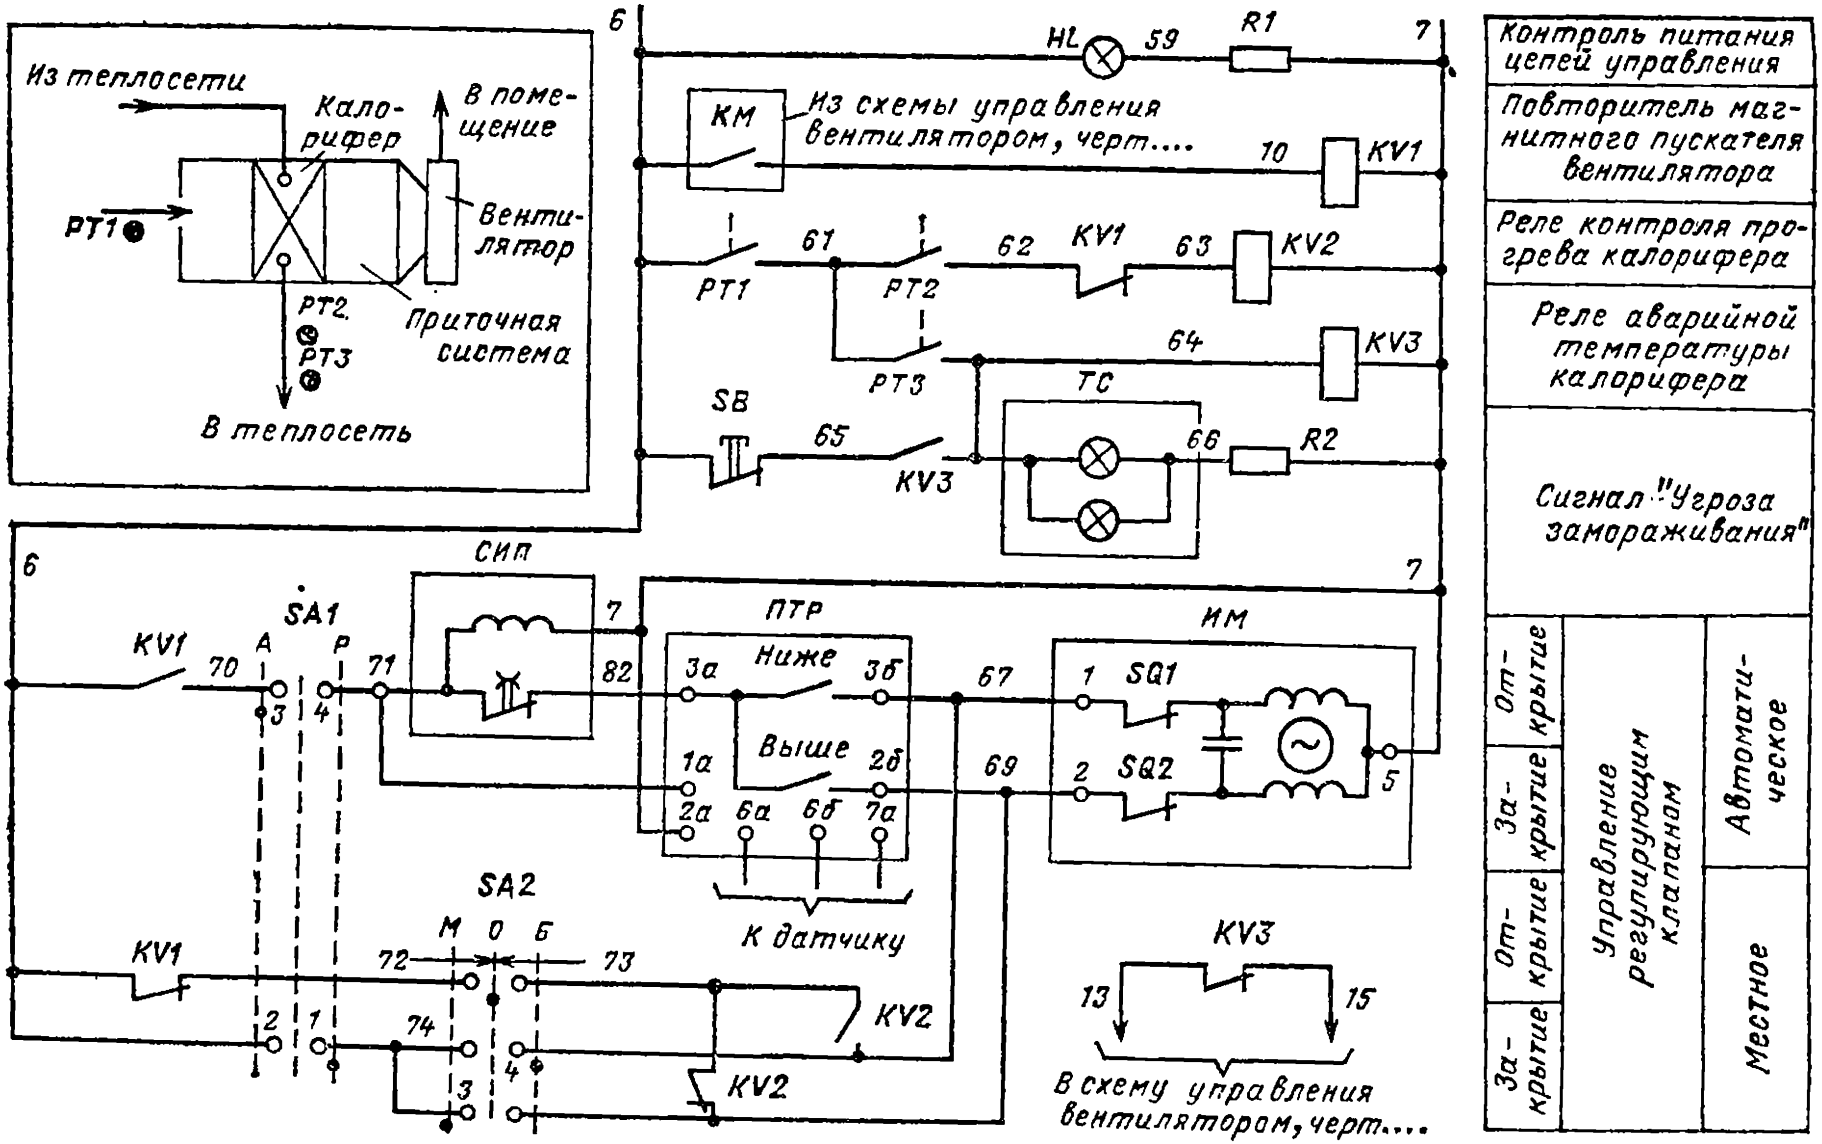

Рис. 6.16. Принципиальная электрическая схема автоматического регулирования температуры воздуха в установке приточной вентиляции
6.12. Вопросы по схеме рис. 6.16.